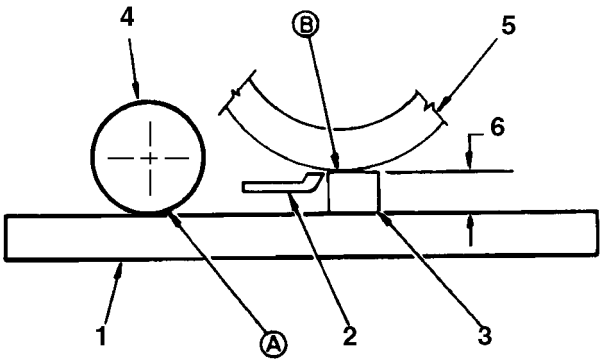

Figure 4
- Placer une barre en acier de 70 cm de long (Fig. 4), d'une épaisseur supérieure de 3 mm approx. à la hauteur de coupe désirée, sous le cylindre et contre le bord tranchant de la contre-lame (Fig. 4). Le cylindre (pas la contre-lame), doit être en contact avec la barre d'acier sur toute sa longueur.
E. Introduire une barre en acier (Fig. 4) de 70 cm de long et d'épaisseur égale à la hauteur de coupe désirée, sous toute la longueur du cylindre, à côté de la contre-lame.